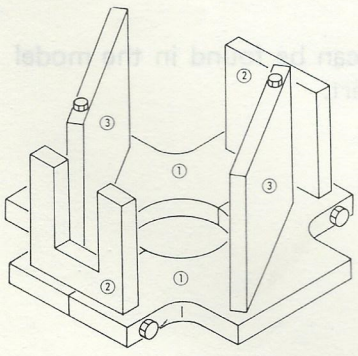

Figure 1
7. Assemble two halves of Support Jig (1) (P/N 908-90900-54-00) around crankshaft between inner crank wheels. See Figure 1.